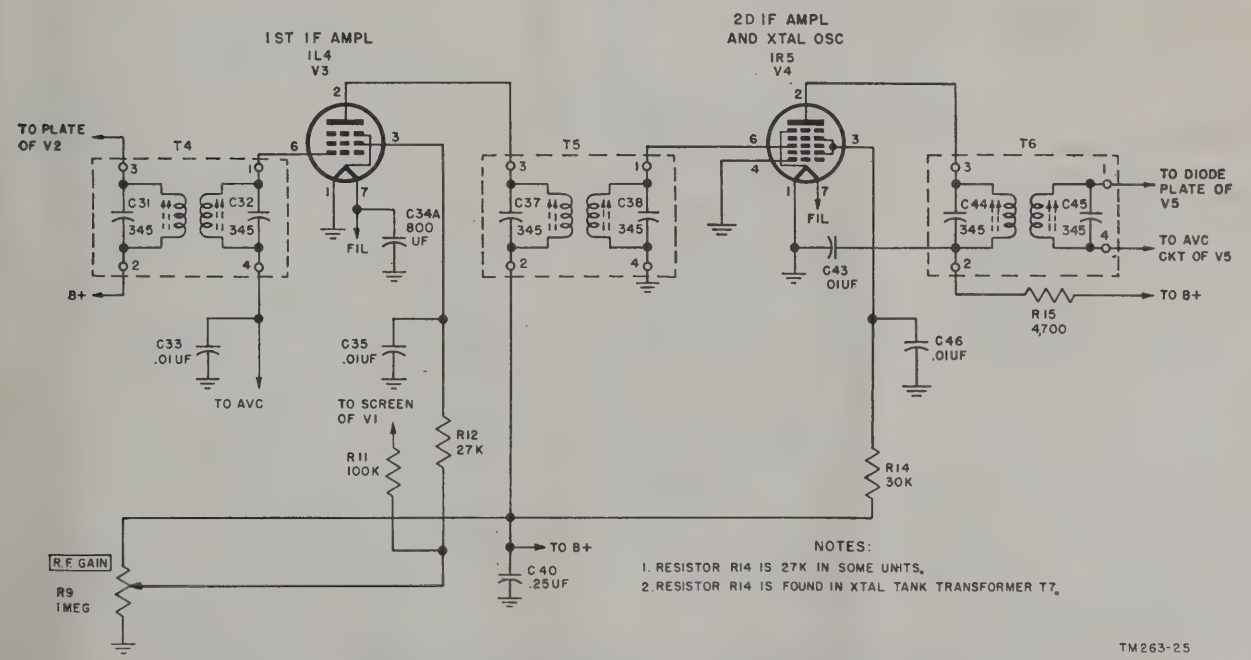

Figure 60. If. amplifiers, simplified schematic diagram.
c. The hf oscillator is tuned by TUNING capacitor C7C so that it is always 456 kc higher in frequency than the signal frequency. Thus, when the received signal from the rf amplifier is applied to grid 3, pin 6, of tube V2, the two frequencies will beat together, forming sum and difference frequencies. The tuned primary of if transformer T4 (fig. 60) is resonant at the difference frequency of 456 kc and, therefore, allows only this frequency to continue on to first if amplifier V3.
90. Intermediate Amplifiers V3 and V4 (fig. 60)
f. Resistor R14, which is located within T7, is the screen grid voltage-dropping resistor. Capacitor C41 prevents rf energy from entering the power supply by placing the lower end of the crystal and the tank circuit at ground potential. Capacitor C39 and grid leak resistor R13 develop the bias voltage for the oscillator grid, pin 4. Capacitor C46, the usual screen grid bypass (fig. 60) is removed from ground by switch S3–1, placed in the CAL. position (par. 95) to permit the oscillator section to function.
(1) In the PHONE position, avc is fed through R1 to the control grid of V1 (fig. 57) and through the secondary of T4 to the control grid of if. amplifier tube V3 (fig. 60). To prevent distortion of the af signal during operation in the PHONE position, the bfo is turned off by shorting the screen voltage of V7 through terminal 4 of T8 to ground. The other half of the switch permits V105 to generate the sidetone signal by placing +105 volts through R113 (fig. 87) to the screen of the tube during operation in the PHONE and C.W. positions.